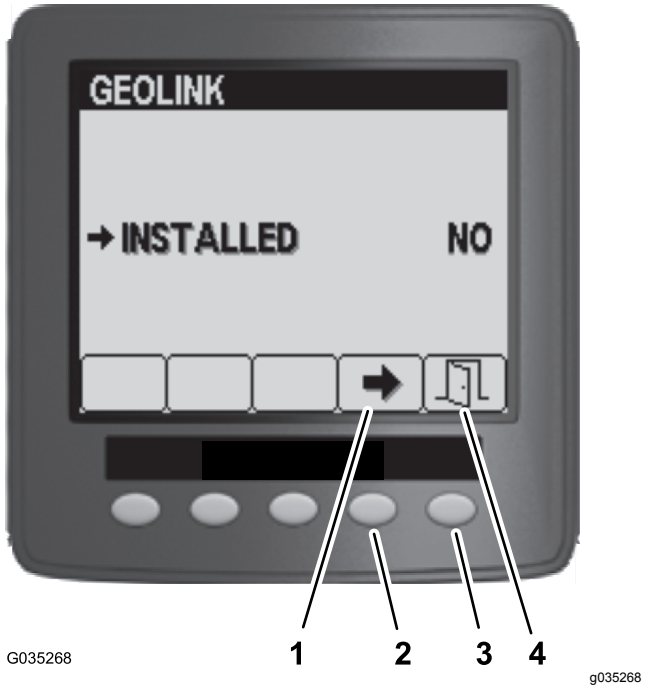

Figur 102
5. På GeoLink-menyn trycker du på knapp 4 för att välja alternativet Nej, och på knapp 5 för att spara inställningarna och stänga menyn (Figur 102).